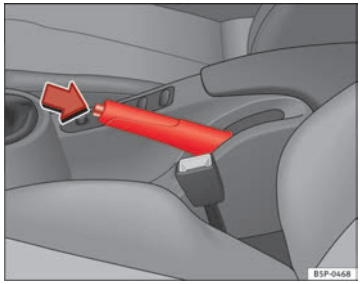

**Fig. 147 Handbrake between the front seats**
– Pull the handbrake lever up firmly ⇒ Fig. 147.
– Pull the lever up slightly and press the release knob in the direction of the arrow ⇒ Fig. 147 and guide the handbrake lever down fully ⇒ ⚠.